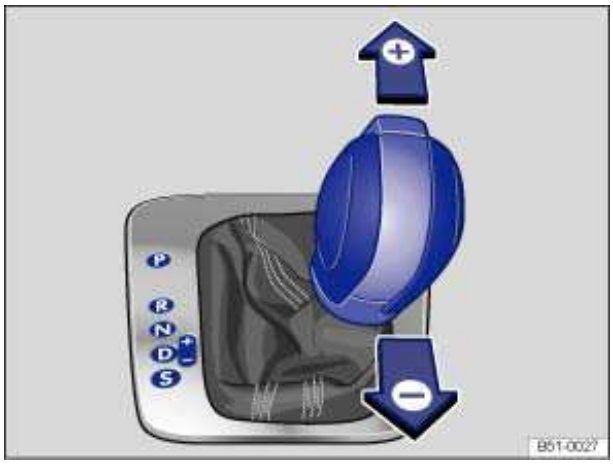

Fig. 106 Selector lever in Tiptronic position.
- Briefly push the selector lever forward (+) to upshift into a higher gear or backward (–) to downshift into a lower gear ⇒ fig. 106.